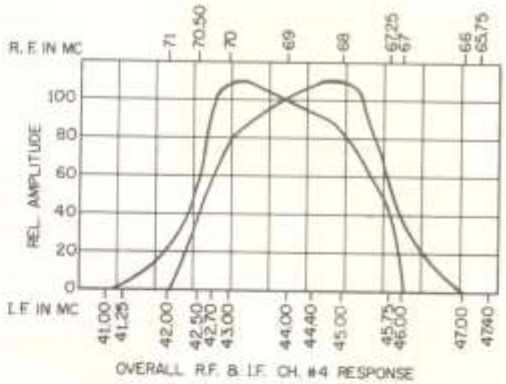

*Figure 2. Overall R-F I-F Response Curve, Channel 4*
2. Inject channel 4 sweep signal (69 mc, with 6 mc sweep width) into antenna. If necessary, adjust the following cores to bring the curve within limits (see Overall R-F - I-F Response Curve Fig. 2). Do not change settings of VC2, VC3 or VC4.